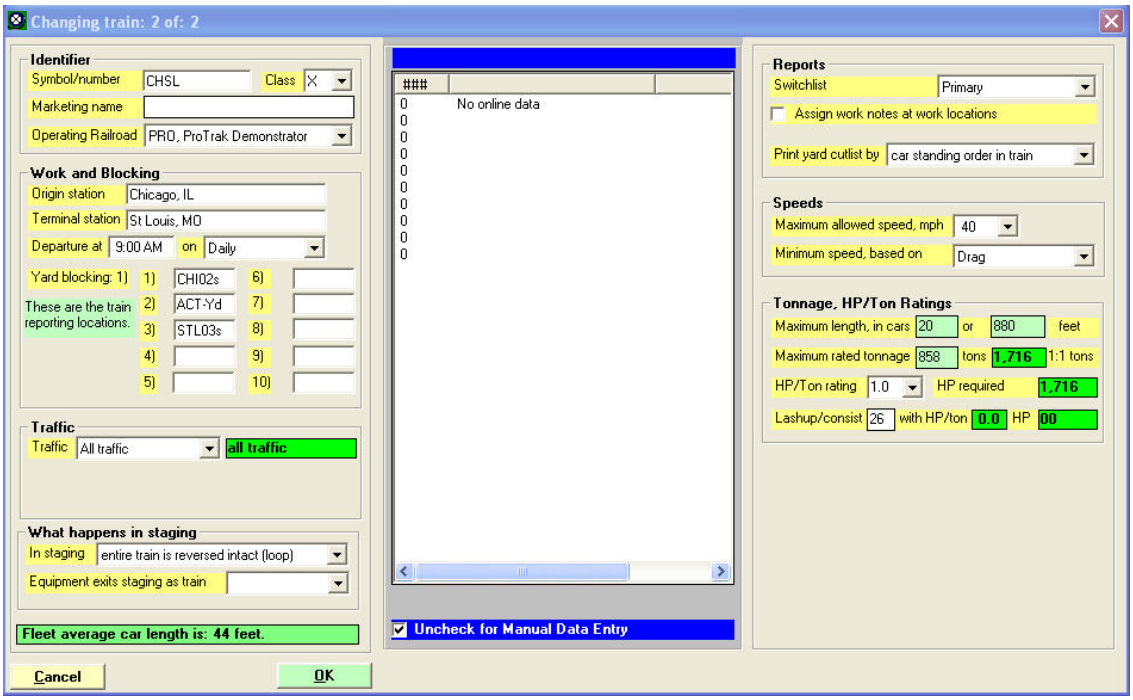

Figure 5-12
We can now follow the same process, steps 1 through 13, to set up the 2nd through train. In this case it will travel the reverse of the first train. The train symbol will be CHSL, Origin will be Chicago and terminal will be St. Louis. We'll erase the data in the "Marketing name" data field. Again, it will operate daily. Check to make sure that the yard blocking data fields correspond correctly to their origin and terminal fields. If not already showing 20, change the "Maximum length, in cars" (tt) data field to 20. Similarly, the data field following the maximum car length shows the calculated maximum length (tt). Using the "Fleet average car length" from the bottom of the left hand panel (44) multiplied by the "Maximum length in cars" (20) equals 880 feet. If the maximum length in feet is not shown as 880 feet, correct the data field to show 880 feet. The reason for this will be explained later. For now we will not worry about the "Maximum rated tonnage" data field nor the "Lashup/consist" data field. Your completed update of the 2nd train should look like Figure 5-12 (the data in the center panel may be different, depending on where your cursor is).